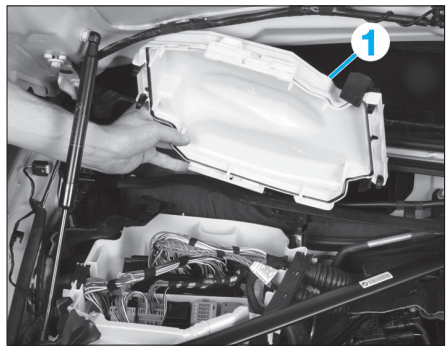

Fig. 45
• Sur la droite du compartiment moteur, déposer le couvercle (1) **(Fig.45)**.